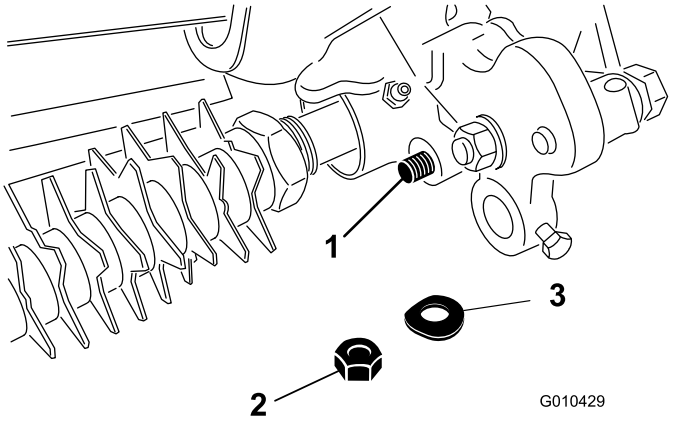

Figuur 15
8. Bevestig het stanguiteinde van de instelarm aan de groomeraandrijving met een veerring en borgmoer (3/8 inch), zoals getoond in Figuur 15.
13. Bevestig het stanguiteinde van de instelarm aan de groomeraandrijving met een veerring en borgmoer (3/8 inch), zoals getoond in Figuur 15.